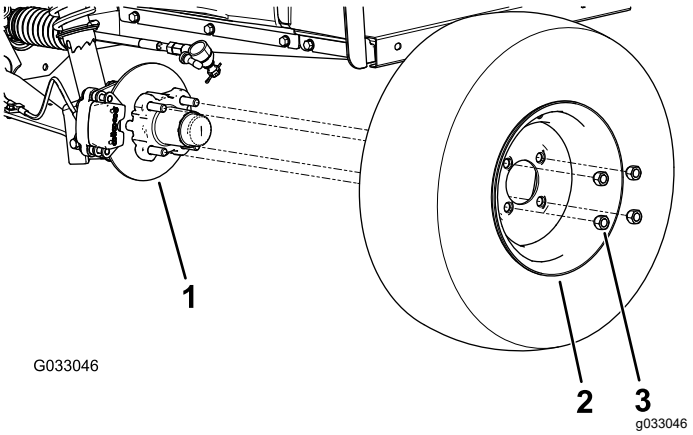

Figura 31
2. Retire las 4 tuercas que sujetan la rueda al cubo (Figura 31).
4. Alinee los taladros de la rueda con los espárragos del cubo y monte la rueda en el cubo con la válvula hacia fuera (Figura 31).
5. Sujete la rueda al cubo usando las tuercas de rueda (Figura 31).